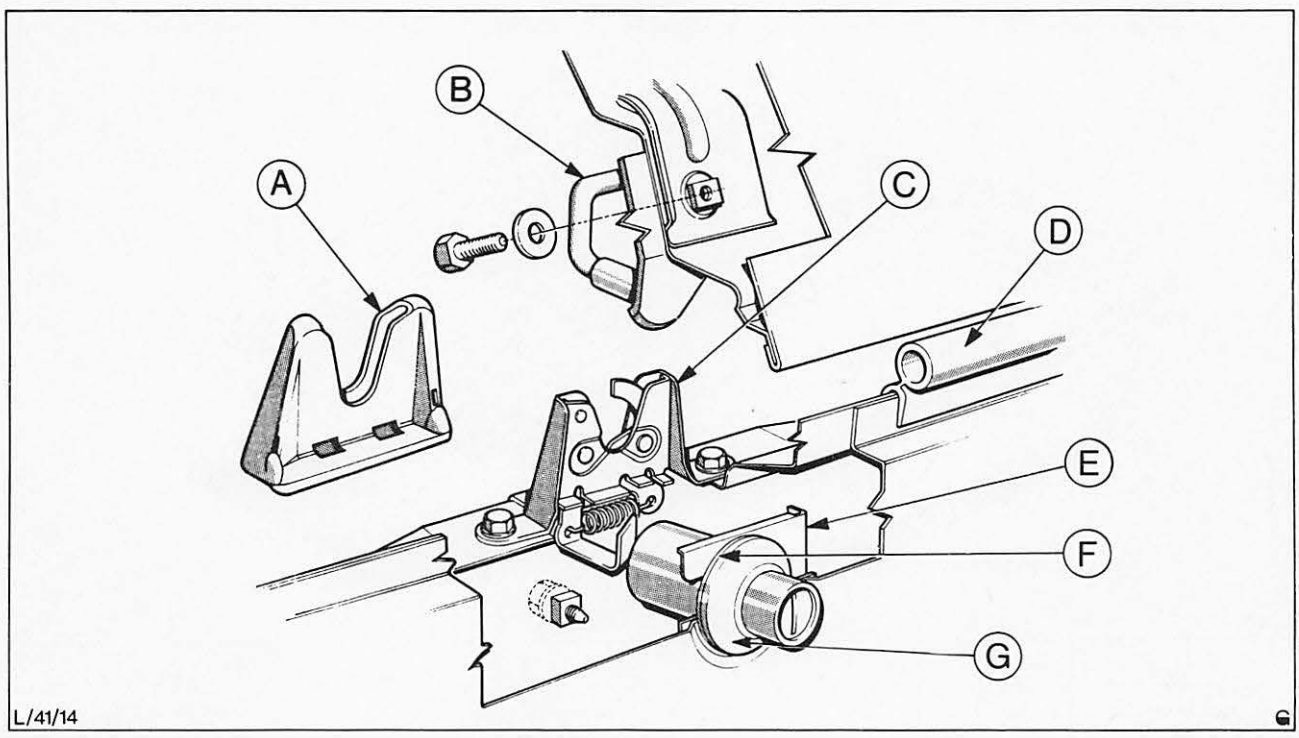

Abb. 8 Schloß – Kofferraumdeckel
2. Halteklammer – Schließzylinder abdrücken und Schließzylinder mit Dichtung vom Rückwandblech abbauen, Abb. 8.